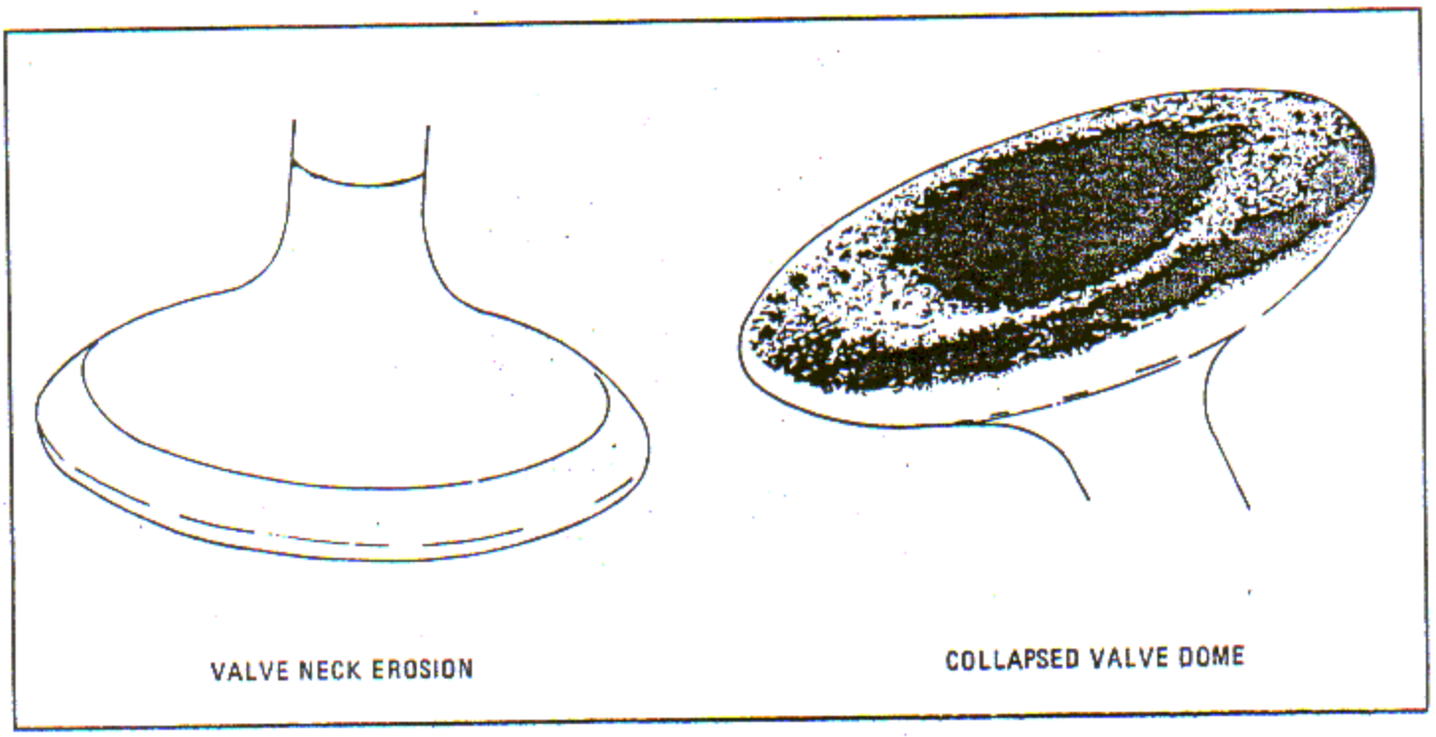

Figure 6-18. Inspection of Valve Neck and Dome
o. Neck erosion, figure 6-18: When the exhaust valve first opens the angle of the valve and seat faces causes the exhaust gages to impinge on the neck of the valve. If the gas temperature and velocity are high enough, the valve neck will erode as shown. Accept valves if the step can be blended and polished within the established limits for reconditioning valves.
p. Collapsed dome, figure 6-18: Collapsing of a valve dome, as shown, is a dimensional change without the removal of material. It is the result of excessive pressure which may be caused by abusive engine operation. Reject all valves with collapsed domes.